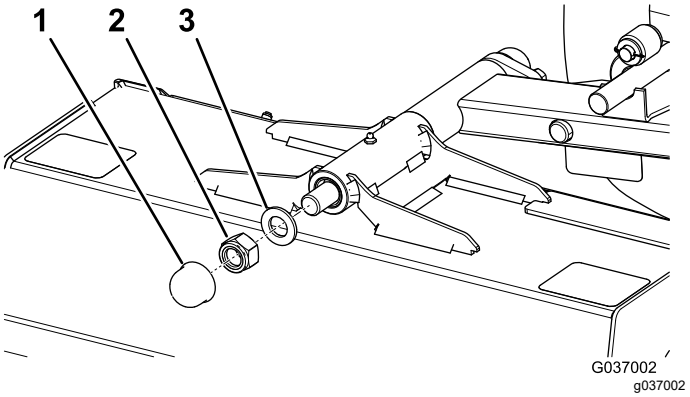

Rysunek 76
4. Zdejmij zatyczkę i odkręć nakrętkę (M24) z podkładką z trzpienia (Rysunek 76).
5. Załóż podkładkę i przykręć nakrętkę zabezpieczającą (M24) i dokręć ją (Rysunek 76).